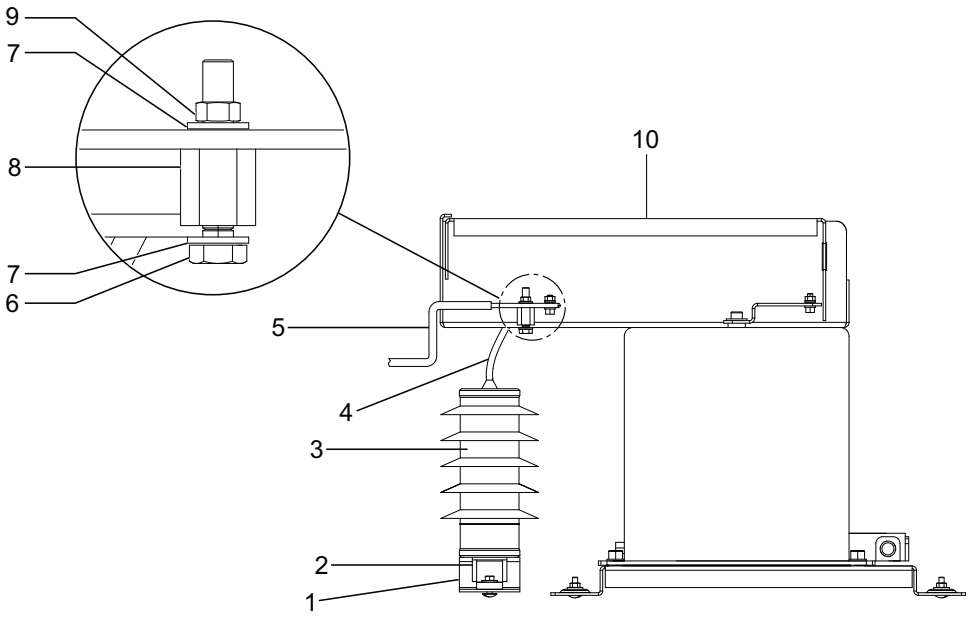

Figure 81
1. Install the surge arrester (3) to the support channel (1) with a U nut (2) (Figure 81).
2. Connect the surge arrester terminal (4) to the Fixed VT connection copper bar (5).
3. Insert the plastic bolt (8) along with screw (6) , washer (7) and nut (9).
4. Install the insulation cover (10).